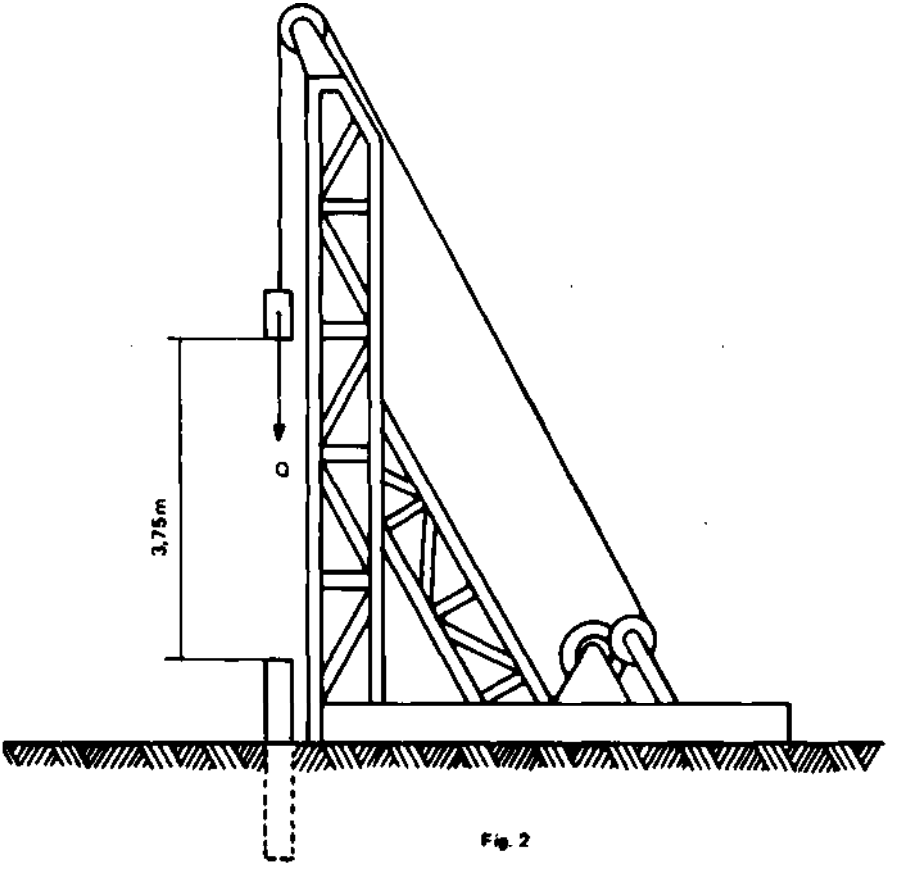

Fig. 2
2. Um bate estacas (Fig. 2), com um peso Q = 200 kgf cai com uma altura de 3,75 m sobre uma estaca.